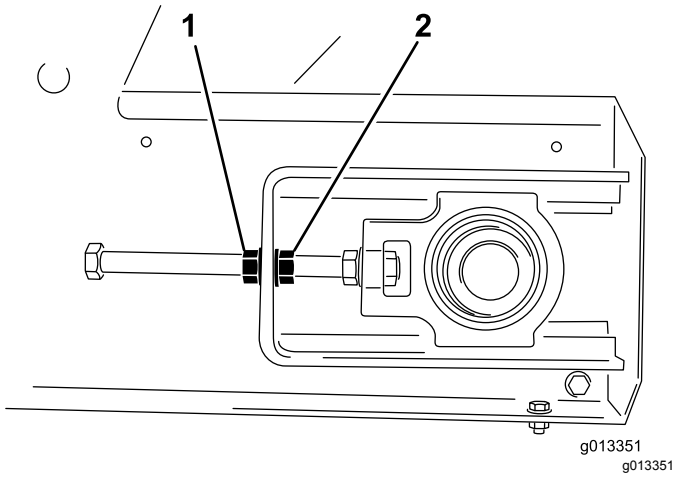

Rysunek 55
4. Za pomocą 2 kluczy przytrzymaj koniec linki napinacza w miejscu, a następnie odkręć nakrętkę zabezpieczającą, tj. nakrętkę znajdującą się najbliżej końca linki (Rysunek 55).
3. Po stronie, w którą taśma zmienia przebieg, przytrzymaj koniec linki napinacza w miejscu, a następnie odkręć nakrętkę zabezpieczającą i dokręć nakrętkę regulacyjną za dwa płaskie fragmenty nakrętki (Rysunek 55).